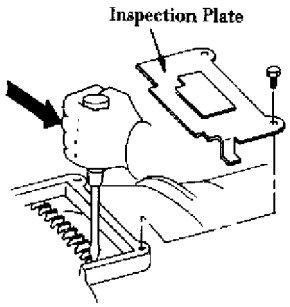

Fig. 3: Removing Inspection Plate From Convertor Housing
2) Remove the inspection plate from the converter housing. (Fig. 3).